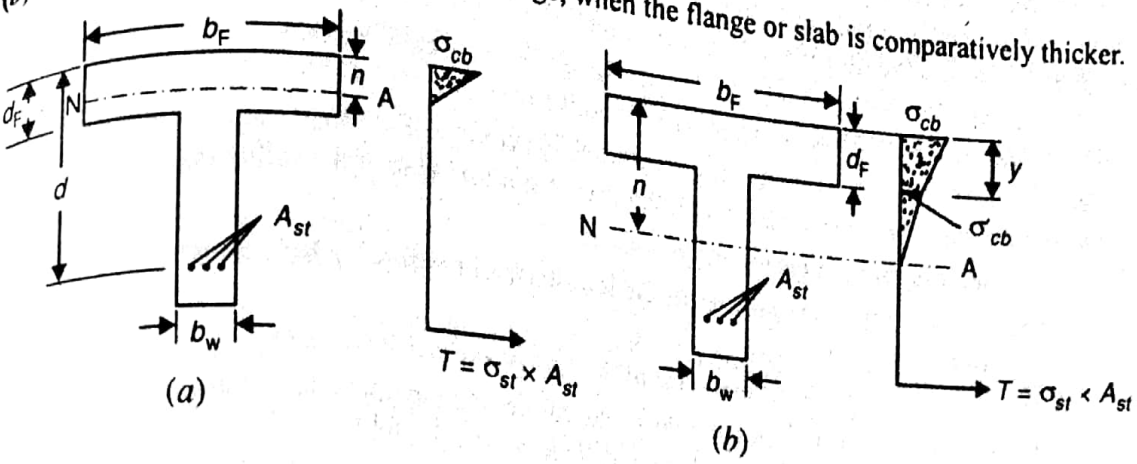

Fig. 14.7
1. *When the neutral axis lies within the flange.* When the neutral axis lies within the flange (*i.e.* n is less than d_F) as shown in Fig. 14.7 (*a*) then the value of n is obtained by taking moment of areas of concrete and steel about the neutral axis, *i.e.*
2. *When the neutral axis lies in the web or rib.* When the neutral axis lies in the web or rib (*i.e.* below the flange), as shown in Fig. 14.7 (*b*) then the value of *n* is obtained by taking moment of effective areas of concrete and steel about the neutral axis, *i.e.*